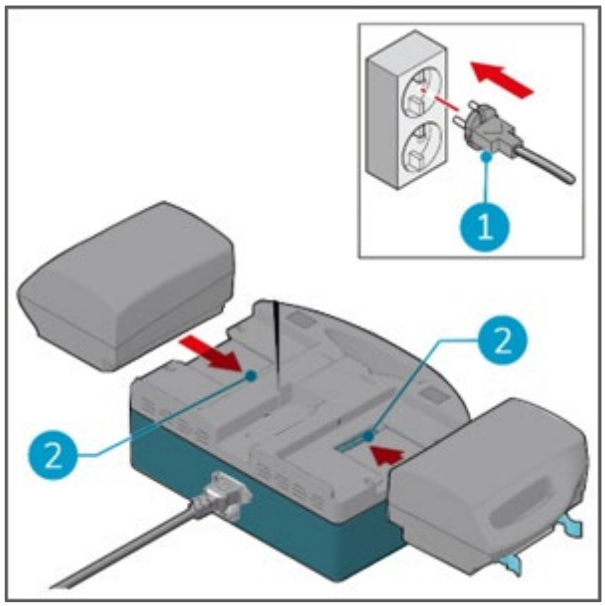

Figure 7
1. Put the main power cable into the wall socket (Figure 7, pos 1).
2. Align each battery with the charging dock (Figure 7, pos 2) and insert each battery, until you hear a "click". The batteries are now fixated and ready for charging.